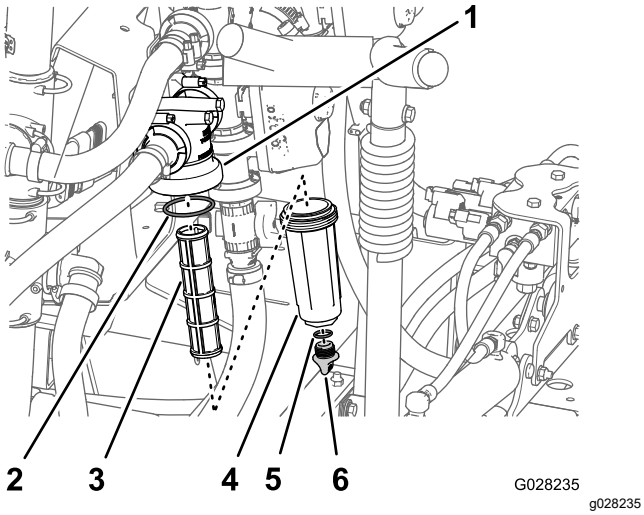

Рисунок 56
2. Поместите сливной поддон под фильтр линии нагнетания (Рисунок 56).
3. Поверните крышку сливного отверстия против часовой стрелки и снимите ее со стакана фильтра линии нагнетания (Рисунок 56).
4. Поверните стакан против часовой стрелки и отделите его от головки фильтра (Рисунок 56).
5. Снимите элемент фильтра линии нагнетания (Рисунок 56).
7. Проверьте прокладку пробки сливного отверстия (расположенную внутри стакана) и прокладку стакана (расположенную внутри головки фильтра) на наличие повреждений и износа (Рисунок 56).
8. Вставьте элемент фильтра линии нагнетания в головку фильтра (Рисунок 56).
9. Установите стакан на головку фильтра, затянув от руки (Рисунок 56).
10. Установите крышку сливного отверстия на штуцер в нижней части стакана и затяните крышку от руки (Рисунок 56).